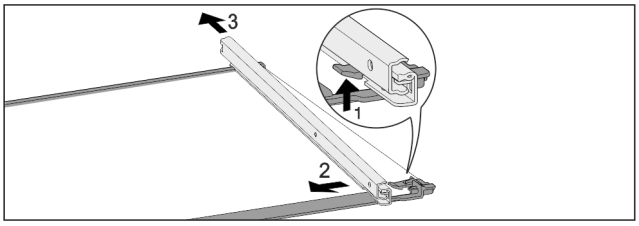

Fig. 165 Steklena plošča z vodili
▶ Sprednji zaskočni kaveljček potisnite navzgor. *Fig. 165 (1)*
▶ Izvlečno vodilo potisnite *Fig. 165 (2)* na stran *Fig. 165 (3)* in nazaj.